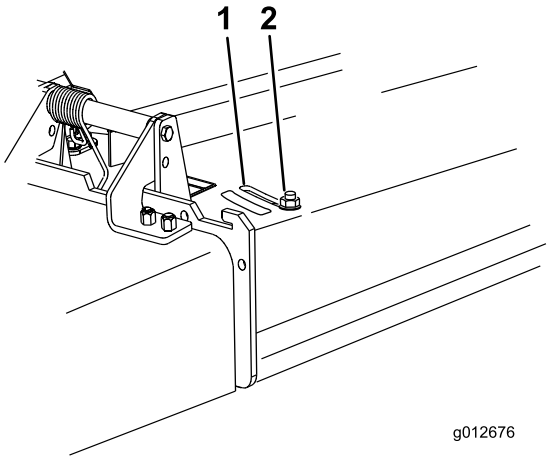

Figura 29
3. Para ajustar o abafador, desaperte a porca (Figura 29).